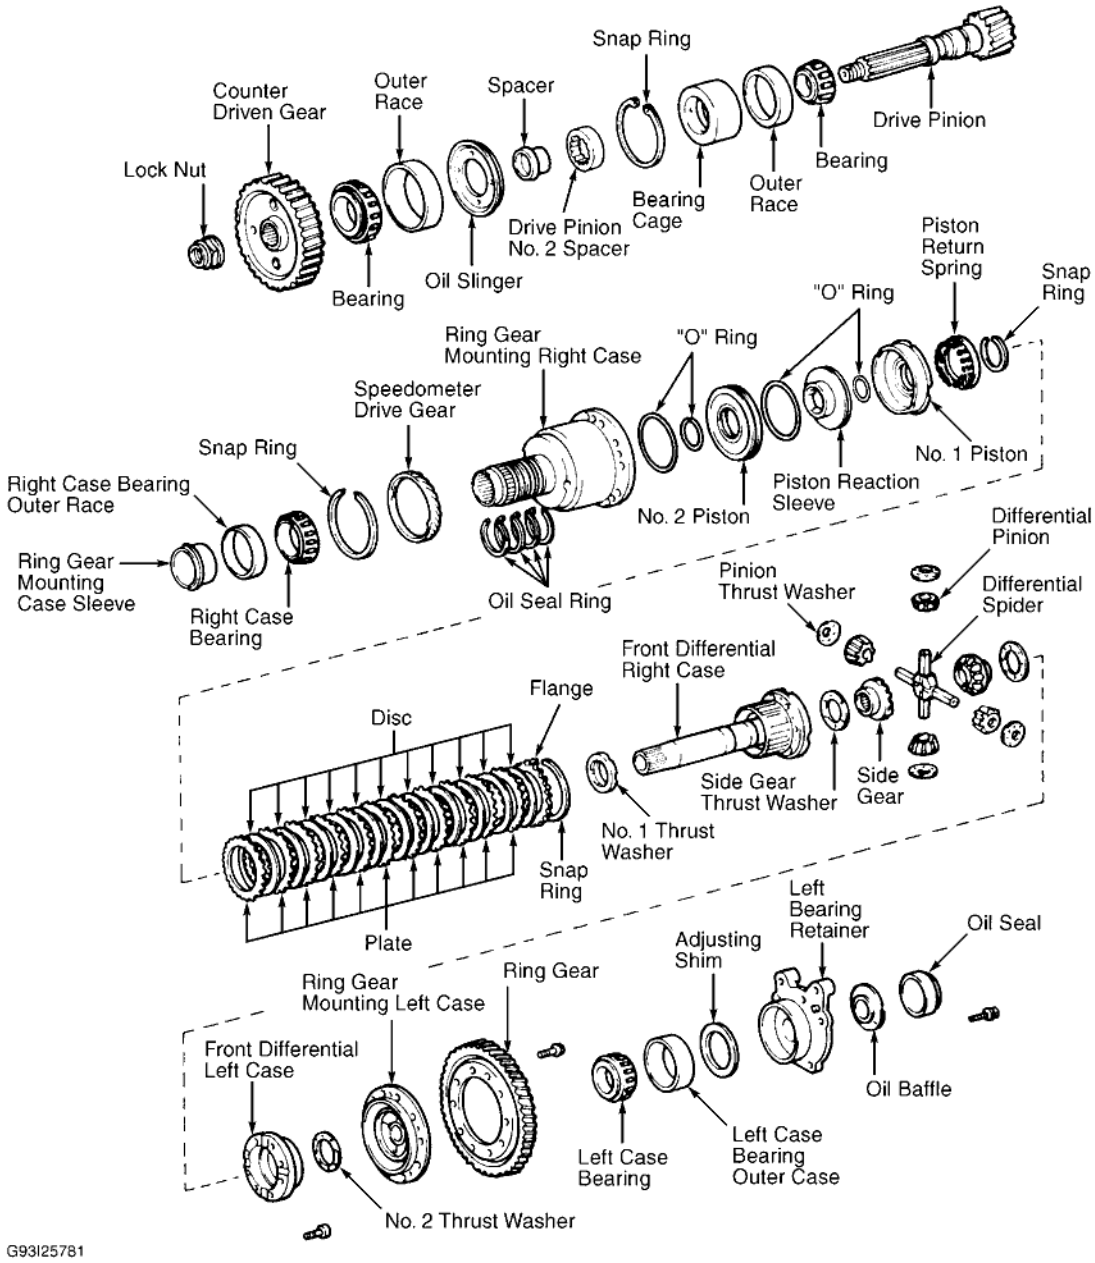
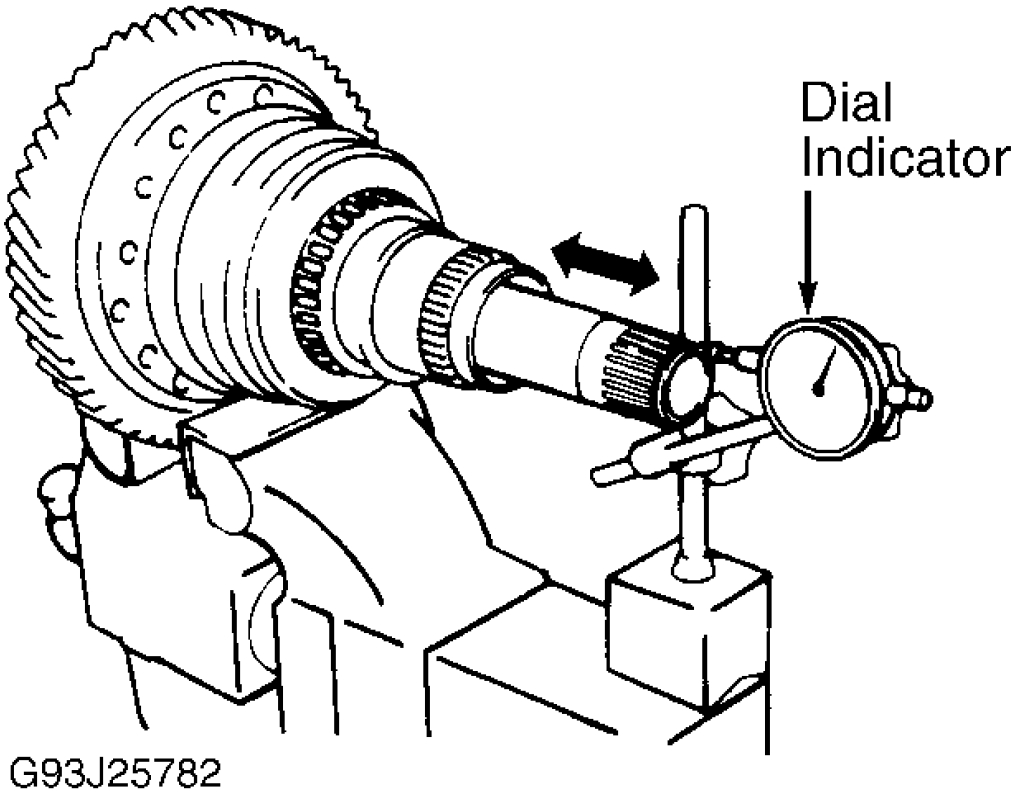

Fig. 57: Exploded View Of Differential Assembly (A-540H)
Fig. 58: Checking Differential End Play (A-540H)
1. Remove right case bearing outer race. See **Fig. 57** . Use a dial indicator to measure differential end play. End play should be .0071-.0323" (.180-.820 mm). See **Fig. 58** . Remove ring gear mounting case sleeve. Remove 4 oil seal rings from ring gear mounting right case. Remove snap ring and speedometer drive gear.